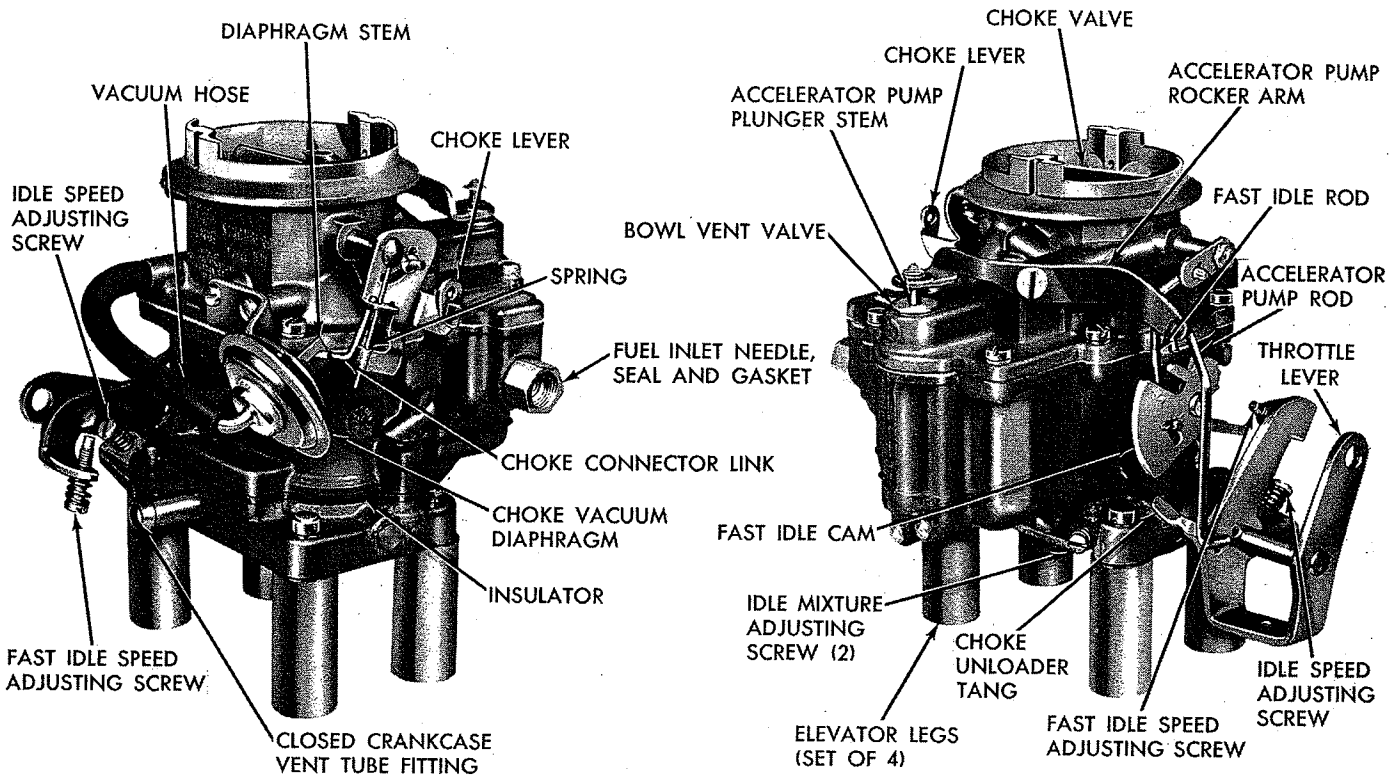

***Fig. 1—Carburetor Assembly WW3-258 and WW3-259 (Standard) WW3-260 and WW3-261 (CAP)***
To disassemble carburetor for cleaning or overhauling, refer to (Fig. 1), then proceed as follows:
(1) Place carburetor assembly on repair block Tool C-3225. (This Tool is used to protect throttle valves from damage and to provide a suitable base for working.)
(2) Remove cotterpin that holds the pump operating rod in center hole of throttle lever. Disengage rod from lever.
(3) Remove clip that retains fast idle rod, then disconnect the rod.
(4) Remove vacuum hose between carburetor air horn and vacuum diaphragm.
(5) Remove "E" clip from choke operating link at the choke lever and disengage link from vacuum diaphragm stem (plunger). Refer to (Fig. 1).